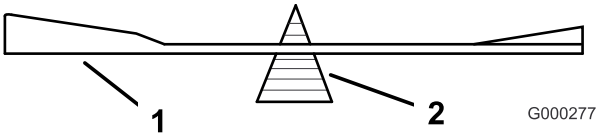
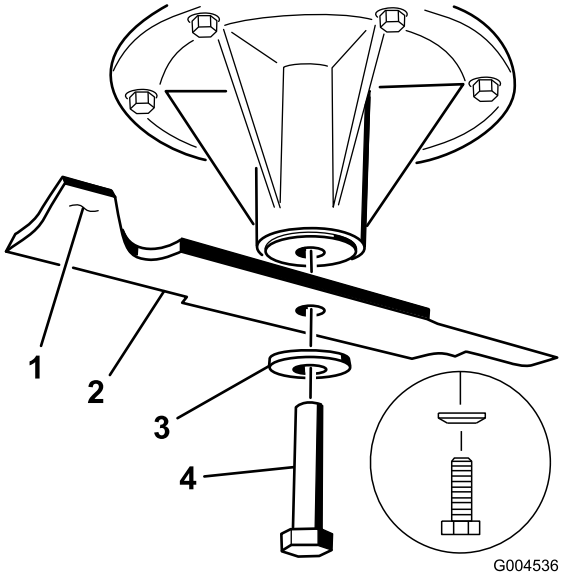

Figure 96
Figure 97
2. Vérifiez l'équilibre de la lame en la plaçant sur un équilibreur (Figure 96). Si la lame reste horizontale, elle est équilibrée et peut être utilisée. Si la lame est déséquilibrée, limez un peu l'extrémité de la partie relevée seulement (Figure 97). Répétez cette procédure jusqu'à ce que la lame soit équilibrée.
1. Placez la lame sur l'axe (Figure 97).
2. Mettez en place la rondelle élastique et le boulon de la lame. Le côté bombé de la rondelle élastique doit être dirigé vers la tête du boulon (Figure 97). Serrez le boulon à un couple de 115 à 150 N·m (85 à 110 pi-lb).